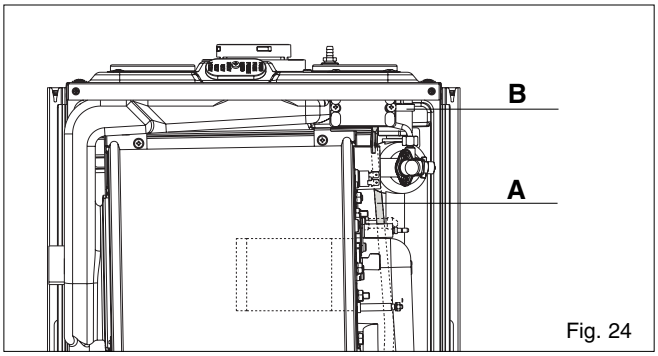

Fig. 24
6.7.1 TOP AUTOMATIC AIR RELEASE VALVE (fig. 24)